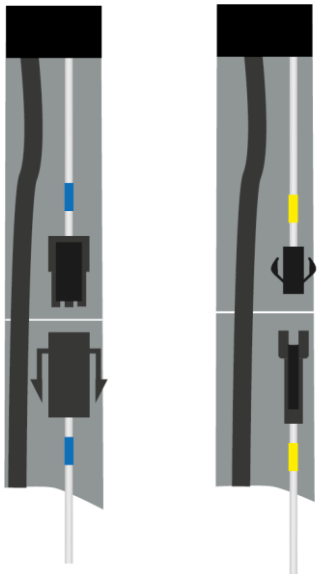

Рисунок 2.5
2) Подключить кабели приёмника и передатчика ИК-датчика к кабелям антенн с соответствующей цветовой маркировкой (рисунок 2.5).